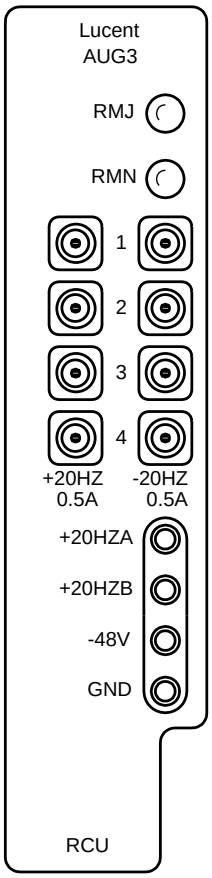

**Figure 1 – Ring Control Unit (AUG3) Faceplate**
1. Get one **AUG3 RCU** [Figure 1] and inspect for possible physical damage.